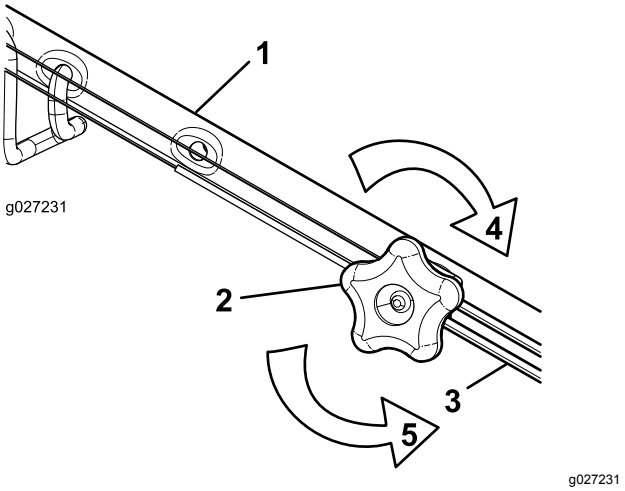

Figure 37
1. Tournez le bouton de réglage dans le sens antihoraire pour desserrer le réglage du câble (Figure 37).
2. Ajustez la tension du câble (Figure 37) en le tirant en arrière ou en le poussant en avant puis en le maintenant à cette position.